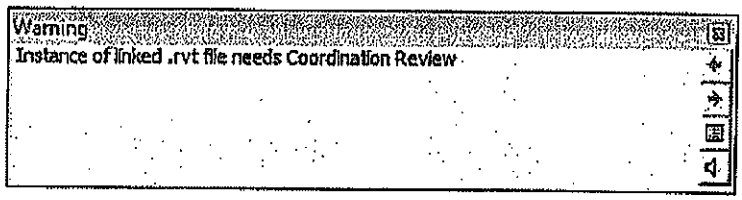

Figure 3–23
- If you open a project with a linked model, which contains elements that have been modified and monitored, the Warning shown in Figure 3–23 displays.